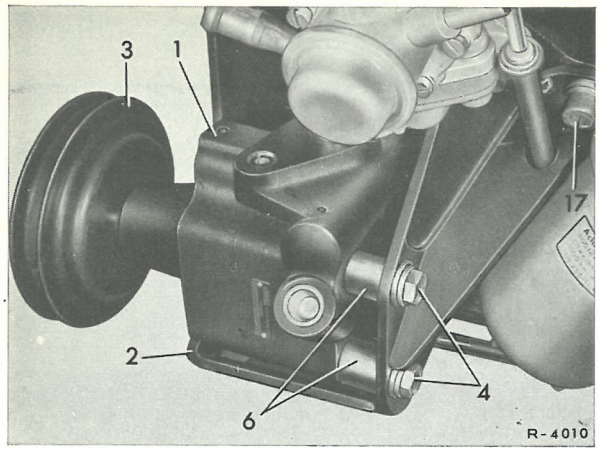

Fig. 46-25/3
5 På typerne 2ooD/8 og 22oD/8 skrues unbrakobolten (15) til fastgørelse af konsollen (2) på bundkarret ud og konsollen tages af (fig. 46-25/2).
6 På typerne 2oo/8 og 22o/8 skrues unbrakobolten (17) ud, og konsollen tages af (fig. 46-25/3).